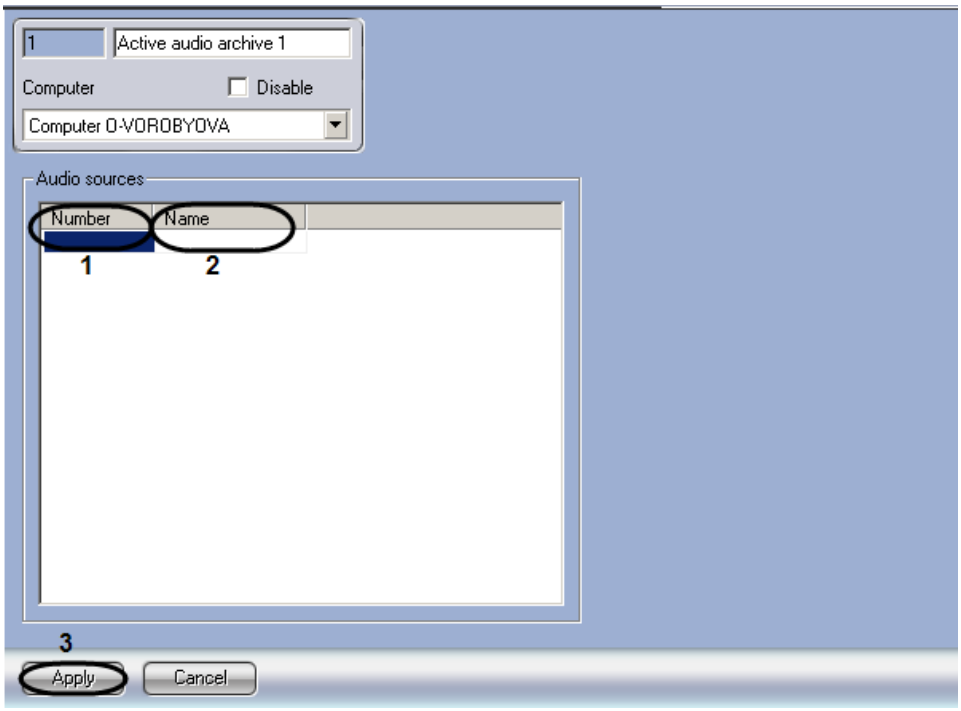

Figure 8.14-14 Configuring the Active audio archive object
1. Go to the settings panel for the “Active audio archive” object (Figure 8.14-14).
1. In the “Number” drop-downlist, select the id of a microphone related to the camera the archive from which is to be moved to the backup archive (Figure 8.14-14, 1).
2. Left-click in the “Name” field. It will be automatically filled with the name of selected microphone (Figure 8.14-14, 2).